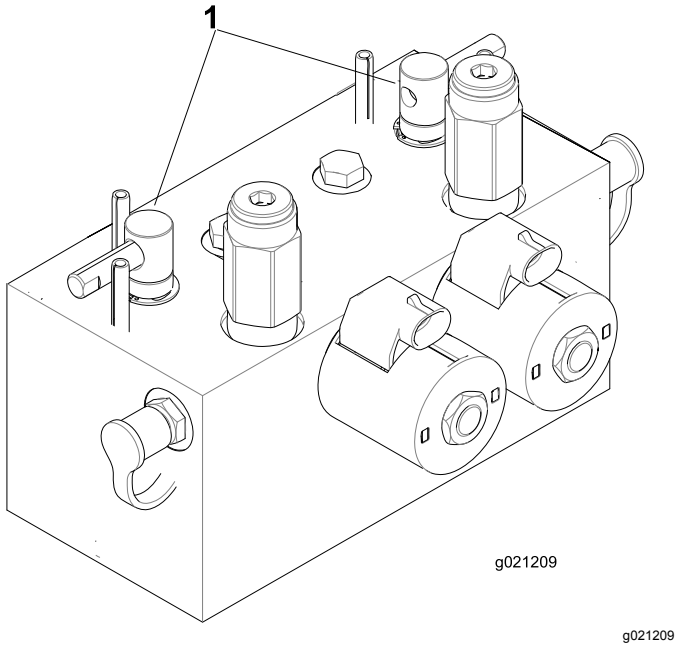

Figur 109
2. Lossa och höj upp sätet för att frilägga slipningsspakarna (Figur 109).
5. Välj den främre, bakre eller bägge slipningsspakarna för att bestämma vilka enheter som ska slipas (Figur 109).